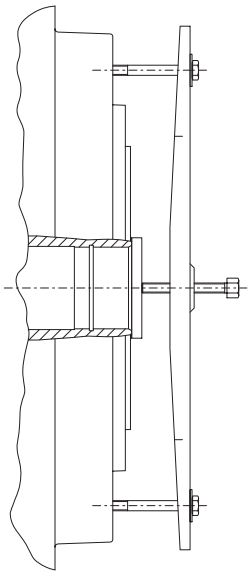

Fig. 10.6
To pull off the shell and cover, a pressure spindle with a bridge and pulling screws must be applied as shown in figure 10.6. The pressure acts on the end face of the steel hollow shaft. The pulling screws are inserted in the flange threads (108) of the shell or cover. After the shell and cover are pulled off, the internal parts (rolling bearings, shaft sealing rings, etc.) will be accessible. The sealing elements should be replaced every time the coupling is disassembled.